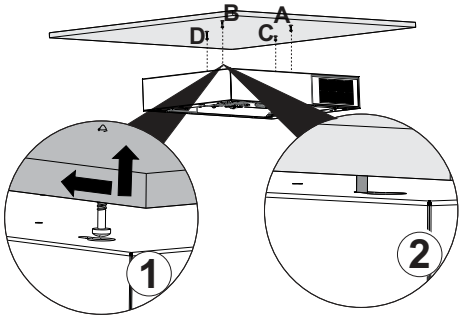

Abb. 8
4. Die Motorbox an den Schrauben der Punkte A,B,C,D in die Langlöcher einhängen und in Pfeilrichtung drücken (Abb. 8/1).
Drehen Sie die Schrauben an den Punkten A,B,C,D fest (Abb. 8/2).